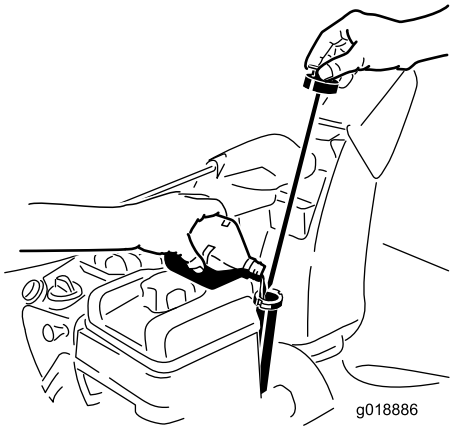

Bild 12
1. Nehmen Sie den Peilstab heraus und füllen Sie das Öl **langsam** in den Einfüllstutzen ein, um den Ölstand auf die Vollmarke am Peilstab anzuheben. **Überfüllen Sie nicht** (Bild 12). Siehe Prüfen des Motorölstands“ unter Wartung“.